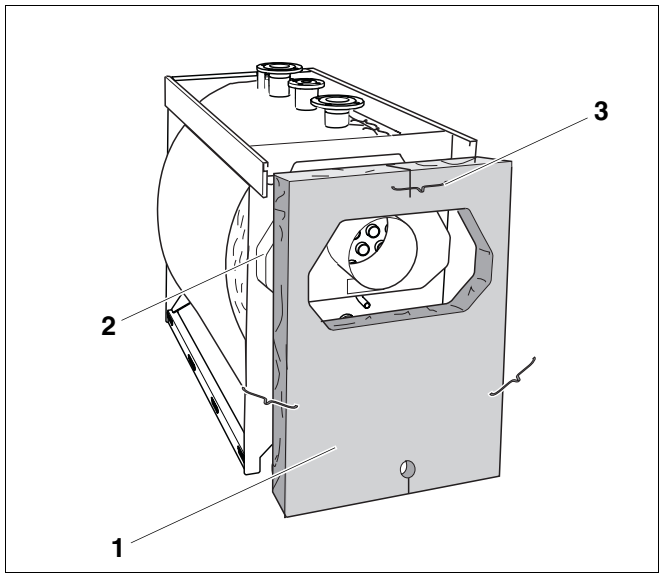

Рис. 24 Монтаж теплоизоляции задней стенки
- Установить теплоизоляцию задней стенки (рис. 24, **поз. 1**) вырезом на коллектор дымовых газов (рис. 24, **поз. 2**) и закрепить скобами (рис. 24, **поз. 3**).